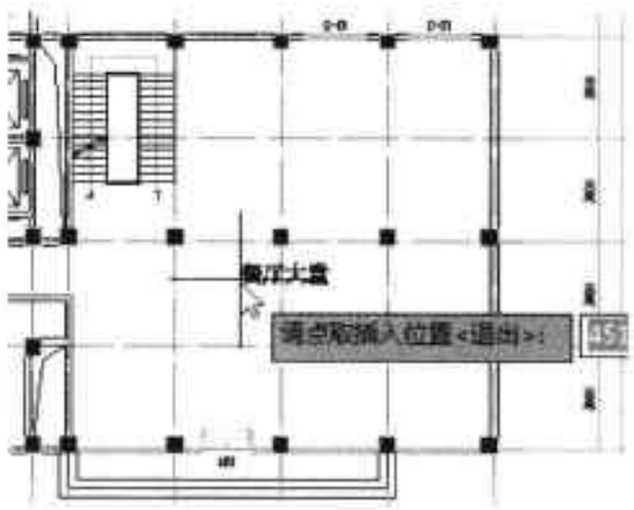

图17-105 添加文本
Step08 将“字高”设为“7.5”，然后在绘图区域中指定好文本位置，即可添加文本，如图 17-105 所示。